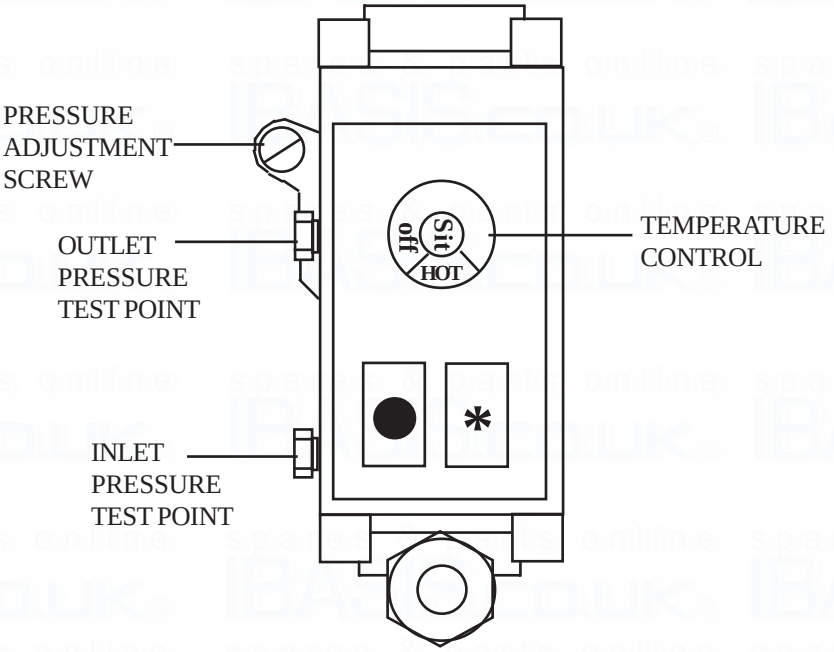

Fig. 5
5.5.1 Referring to fig. 5, remove Inlet Pressure Test Point cover and connect Gas Pressure Test Gauge.
5.5.4 Referring to Fig. 5 and Table 1 (para 2.1), set Multifunctional control Pressure Adjuster to provide the required setting pressure for the installation.